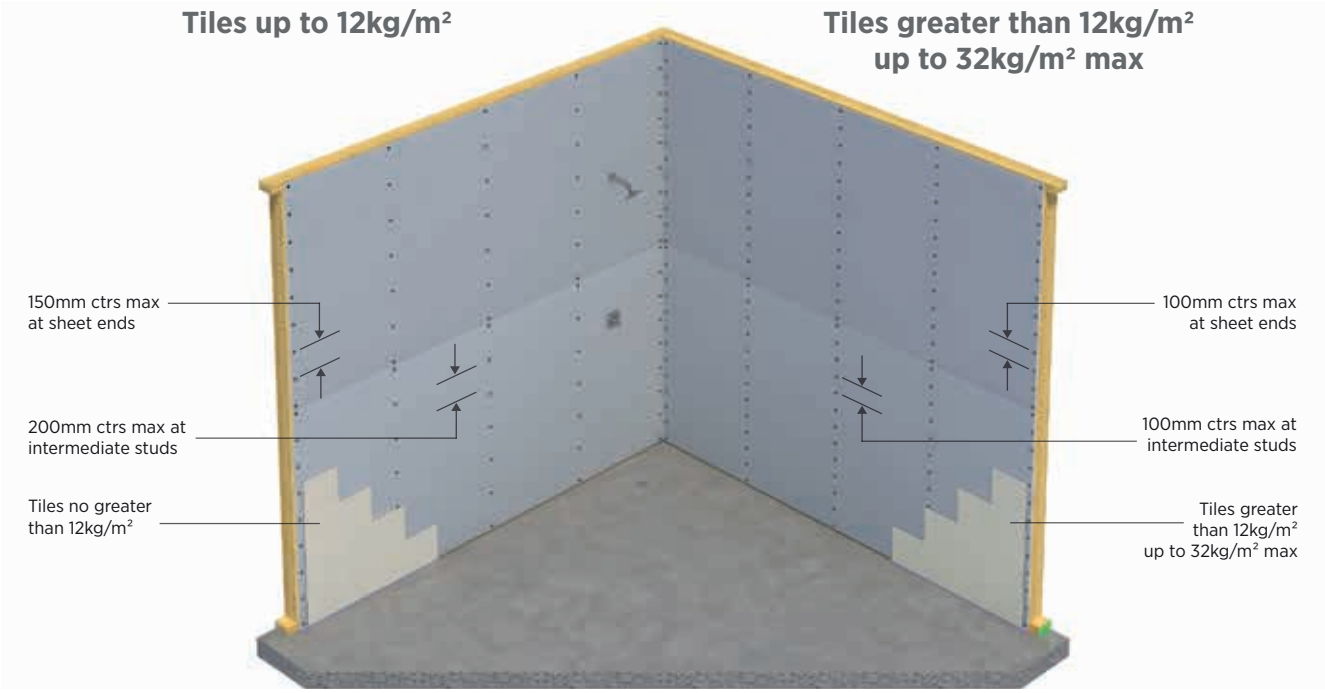

Figure 52: **Plasterboard Fixing in Tiled Areas**
- Space fasteners as per Table 26 and Figure 52.